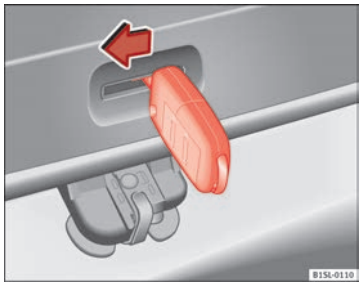

Fig. 138 Dans le coffre à bagages : déverrouillage de secours du hayon.
- Introduisez le panneton de la clé dans l'ouverture du hayon ⇒fig. 138 et appuyez sur le levier de déverrouillage dans le sens de la flèche pour déverrouiller le hayon. ■